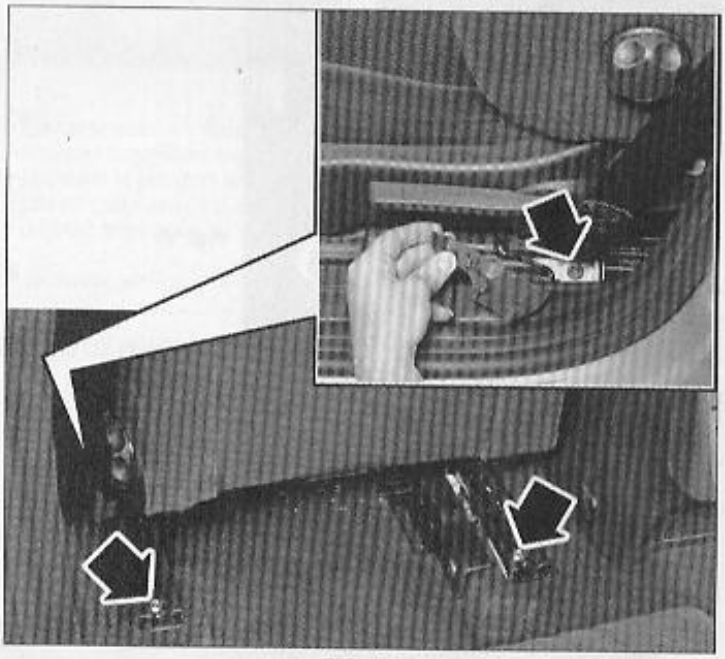

FIG. 36
• Déposer les 2 vis de fixation sur les glissières **(Fig.36)**.